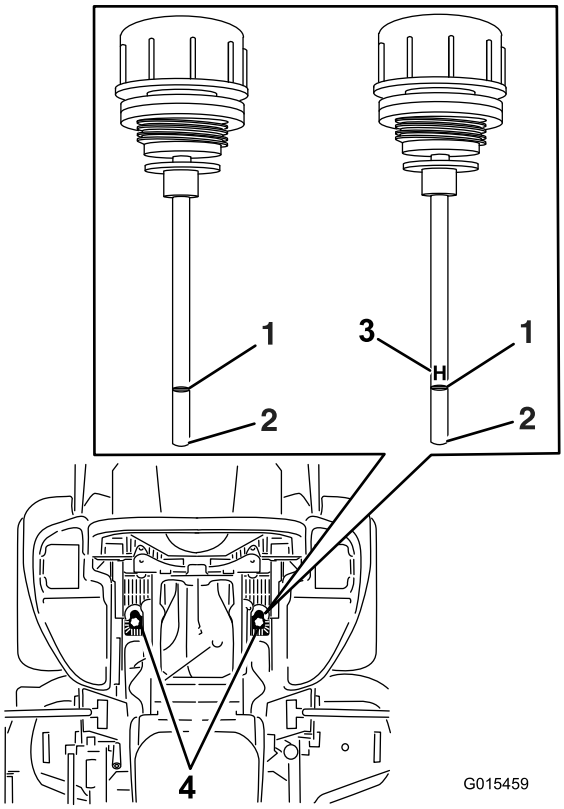

Figure 84
6. Nettoyez la surface autour des jauges des réservoirs du système hydraulique (Figure 84).
7. Sortez la jauge du réservoir hydraulique (Figure 84).
9. Ressortez la jauge et examinez l'extrémité (Figure 84).